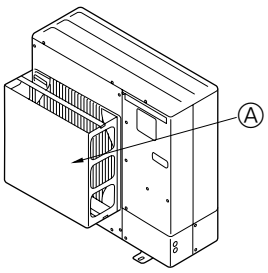

Fig. 2-3
② Installieren Sie eine als Sonderzubehör erhältliche Luftauslaßführung, wenn die Anlage an einem Aufstellort installiert ist, an dem die Gefahr besteht, daß starker Wind direkt in die Luftaustrittsöffnung bläst. (Fig. 2-3)